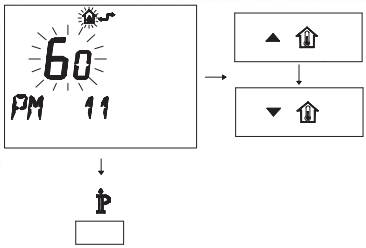

Fig. 7.34
- To modify the programmed SET, act on buttons ▲ or ▼ and wait for the programmed number to flash (Fig. 7.34). Each step increased or decreased corresponds to 1 second.